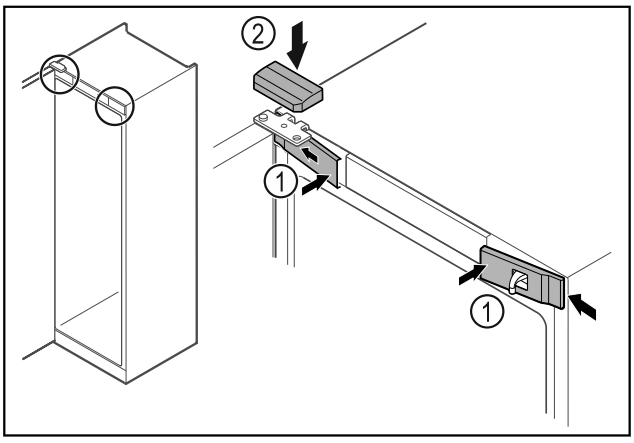

Fig. 38
▶ Acroșați apărătorile frontale *Fig. 38 (1)* lateral și fixați-le în poziție.
▶ Fixați în poziție apărătoarea superioară *Fig. 38 (2)* de sus.